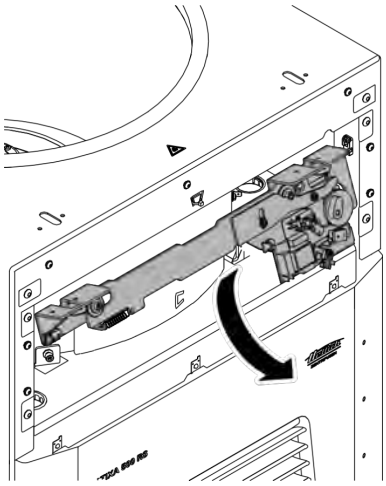

Fig. 58: Removing the lid lock
7. Remove the lid lock (*Fig. 58*).